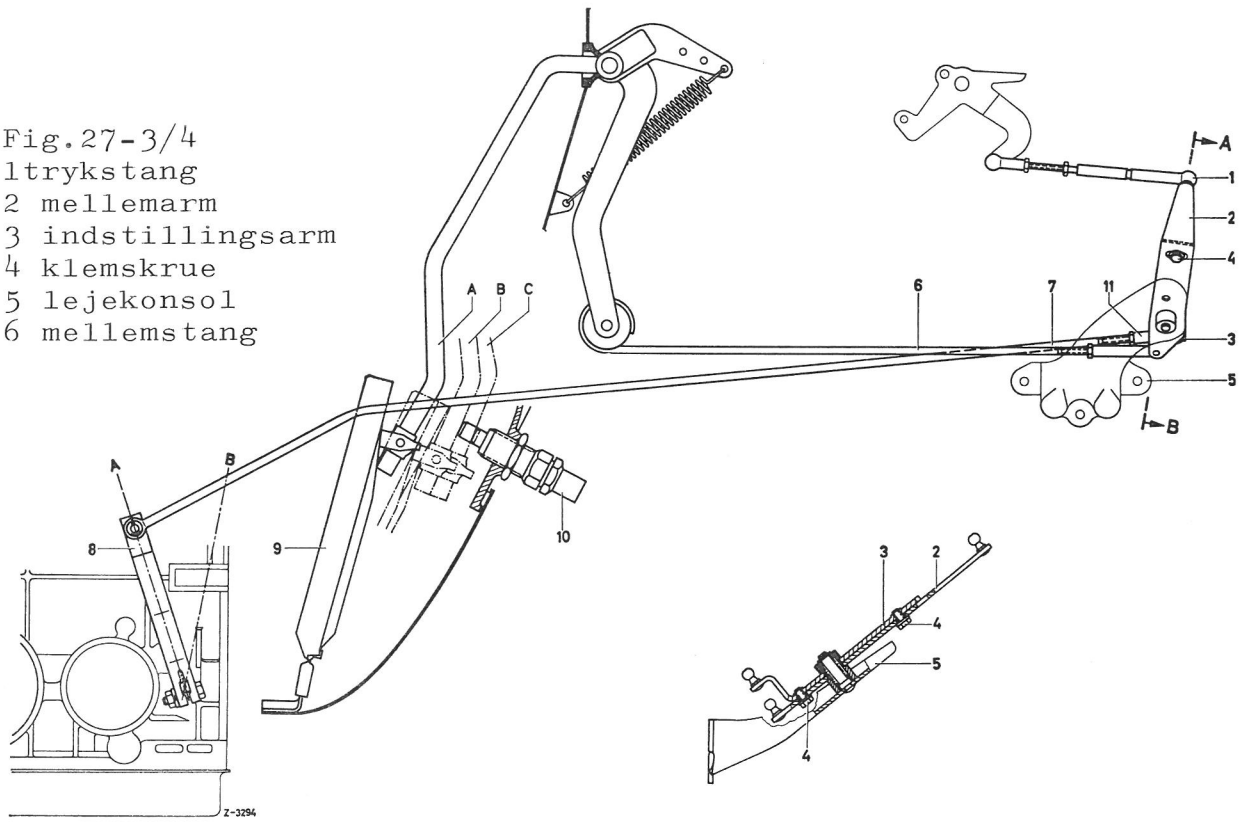

Fig.27-3/4
Trækstangen(7)hægtes af på kugle-hovedet(11) og styretrykarmen(8) trykkes i tomgasanslag(fig.27-3/4). Trækstangens længde indstilles således, at kugleskålen kan trykkes på kuglehovedet uden at spænde.
Forbindelsesstangen til bageste karburator hægtes af. I dette øjemed afkobles startautomatikken med kold motor, idet starterspjældet åbnes med hånden, mens der samtidig kort gives gas med omstillingsarmen. Trækstangen(7)hægtes af kuglehovedet(11), og styretrykarmen(8)trykkes i tomgasanslag (fig.27-3/4).